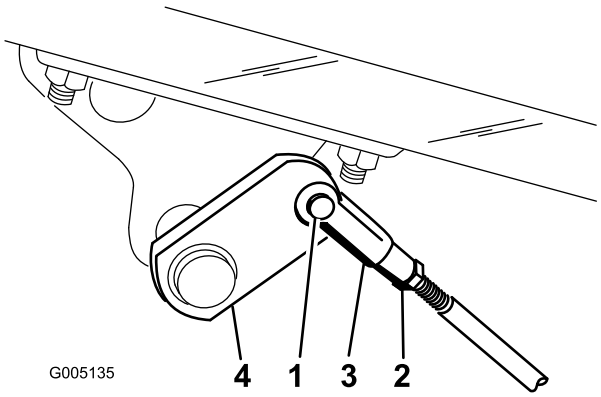

Figur 39
2. Hvis bremsene ikke låses likt, kobler du fra bremsestengene ved å fjerne splinten og splittpinnen (Figur 39).
3. Løsne låsemutteren, og juster sjakkelen (Figur 39).
4. Monter sjakkelen på bremseakselen (Figur 39).